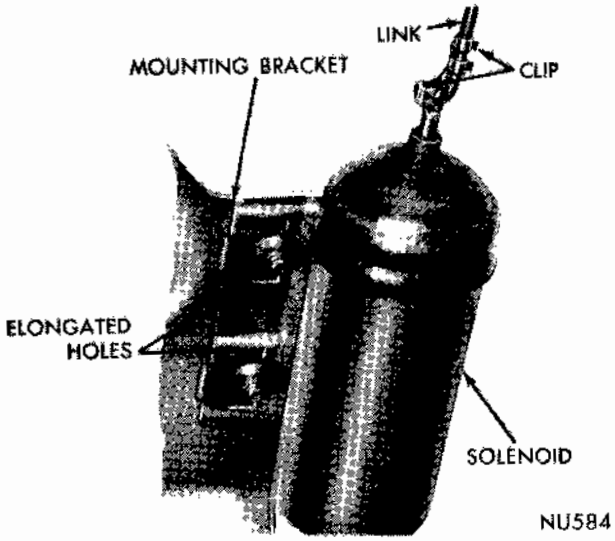

Fig. 2 - Solenoid Adjustment
(1) Loosen solenoid mounting screws and slide solenoid to full down position. (Fig. 2)
(2) Extend solenoid link until latch is in locked position.
(3) Tighten solenoid mounting screws and test operation of lock.